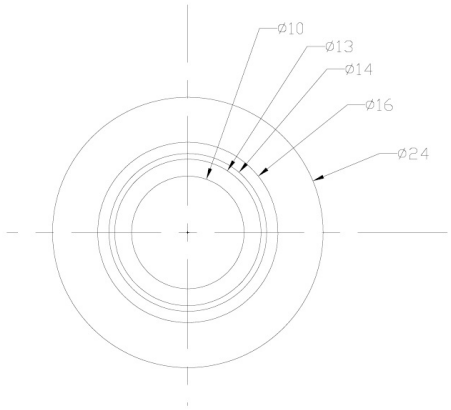

Figure 5-84 *Sketch of the model*
a. Start a new file in the **Part** workbench and then draw the sketch on the zx plane, refer to Figure 5-84.
3. Draw the sketch, as shown in Figure 5-84, and then exit the **Sketcher** workbench.